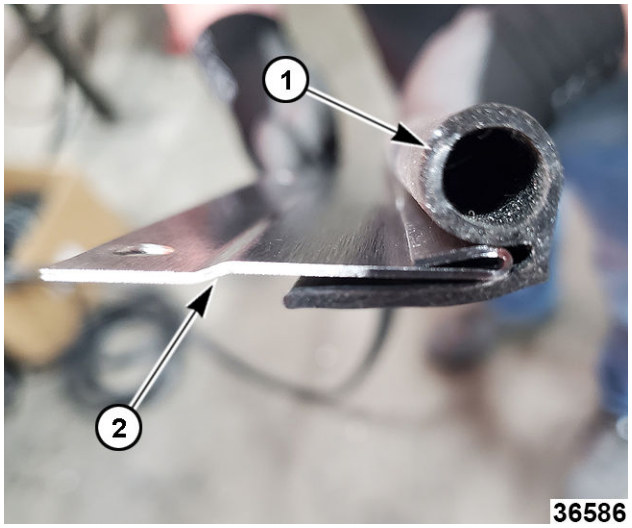

Fig. 25
17. Install upper door gasket (1, Fig. 25) to upper gasket retainers (2, Fig. 25).